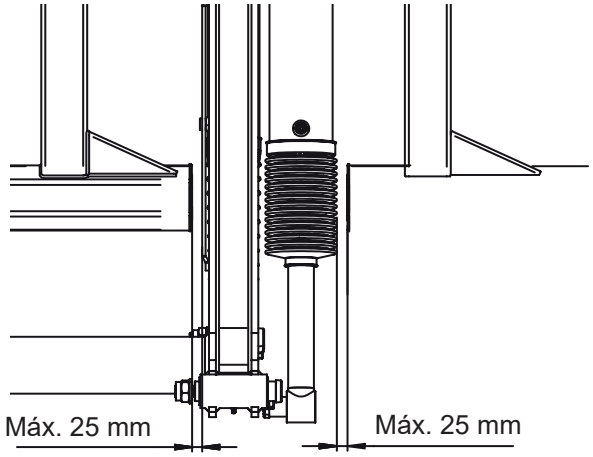

*Figura 34. Medidas reglamentarias*
- La distancia lateral entre la protección contra empotramientos y las piezas móviles del elevador trasero no debe superar los 25 mm. Véase Figura 34.
- Las piezas individuales de la protección contra empotramientos deben tener una superficie real de 350 $cm^2$ como mínimo. Véase Figura 34.